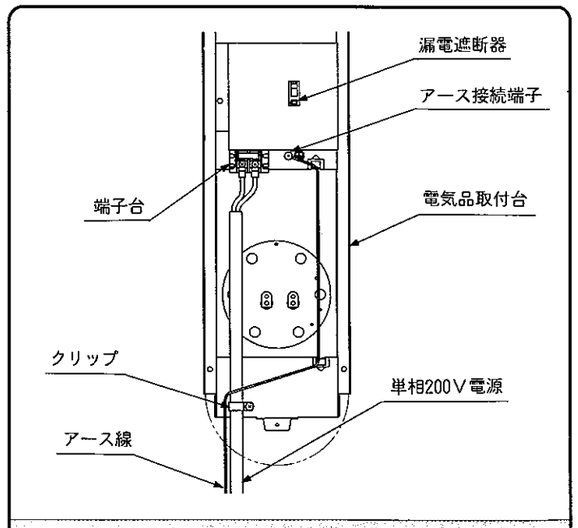
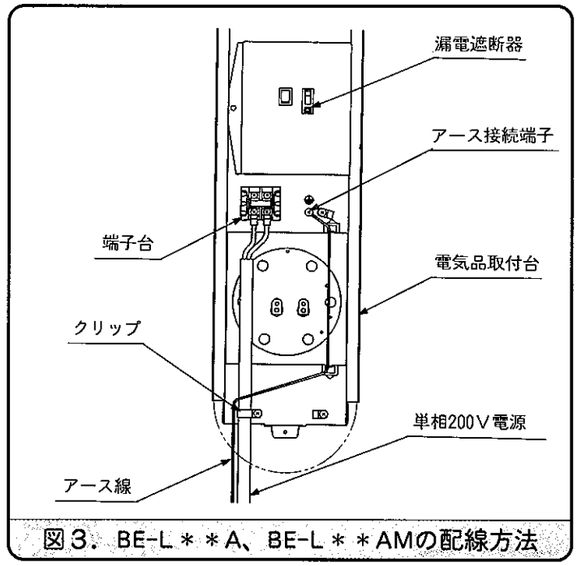

図2．BE-S＊＊A、BE-S＊＊AMの配線方法
図3．BE-L＊＊A、BE-L＊＊AMの配線方法
■温水器の内部にある端子台への接続方法は図2または図3にしたがって行ってください。